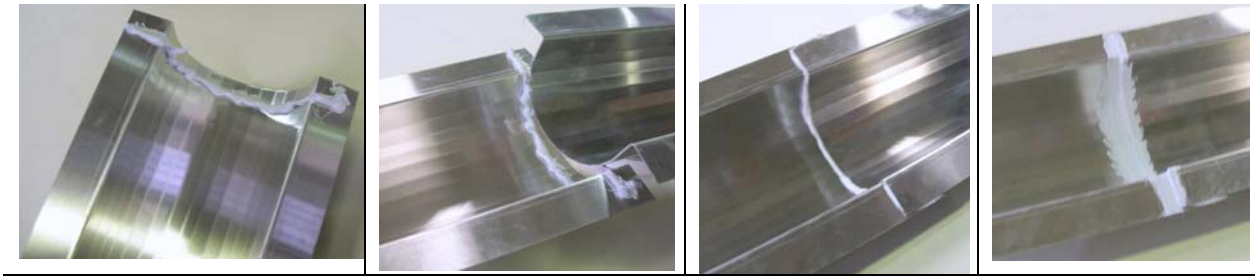

Figure 7
5. Apply a generous bead of Sealant (Sikaflex) (**J. Kennel Assembly Hardware**) where the trench drain overlaps 1-1/2 inch **(Figure 7)**. Next, apply a bead of sealant along the top of both sides of the drain flange. This will provide a seal between the drain and the floor frame when the drain sections are re-attached. Once the drains are re-attached to the floor frames, smooth out any sealant at the drain overlap areas as shown in the **(Figure 7)**.
3. Attach the Second Side Panel to the Gate Panel using 2" Self-Drilling Tek Screws through the pre-drilled holes (**Figure 7**).